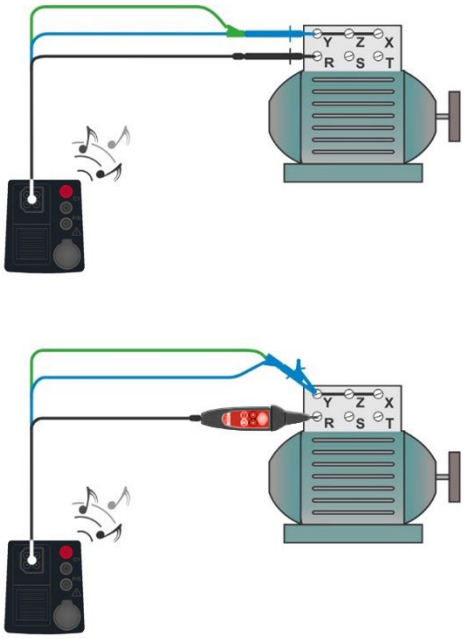

Abbildung 7.20: Anschluss der 3-Leiter-Prüfleitung und der optionalen Commander-Prüfspitze (044155)
- Schließen Sie die Prüfleitungen am Prüfobjekt an, siehe ***Abbildung 7.20.***